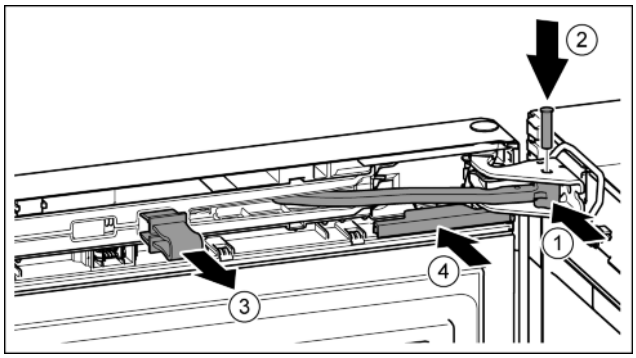

Fig. 25
- ▶ Повернуть шарнир в опорном кронштейне. *Fig. 25 (1)*
- ▶ Вставить палец в опорный кронштейн и шарнир. При этом следить за тем, чтобы выступ фиксатора занимал правильное положение в пазу. *Fig. 25 (2)*
- ▶ Снять предохранитель. *Fig. 25 (3)*
- ▶ Надвинуть крышку. *Fig. 25 (4)*